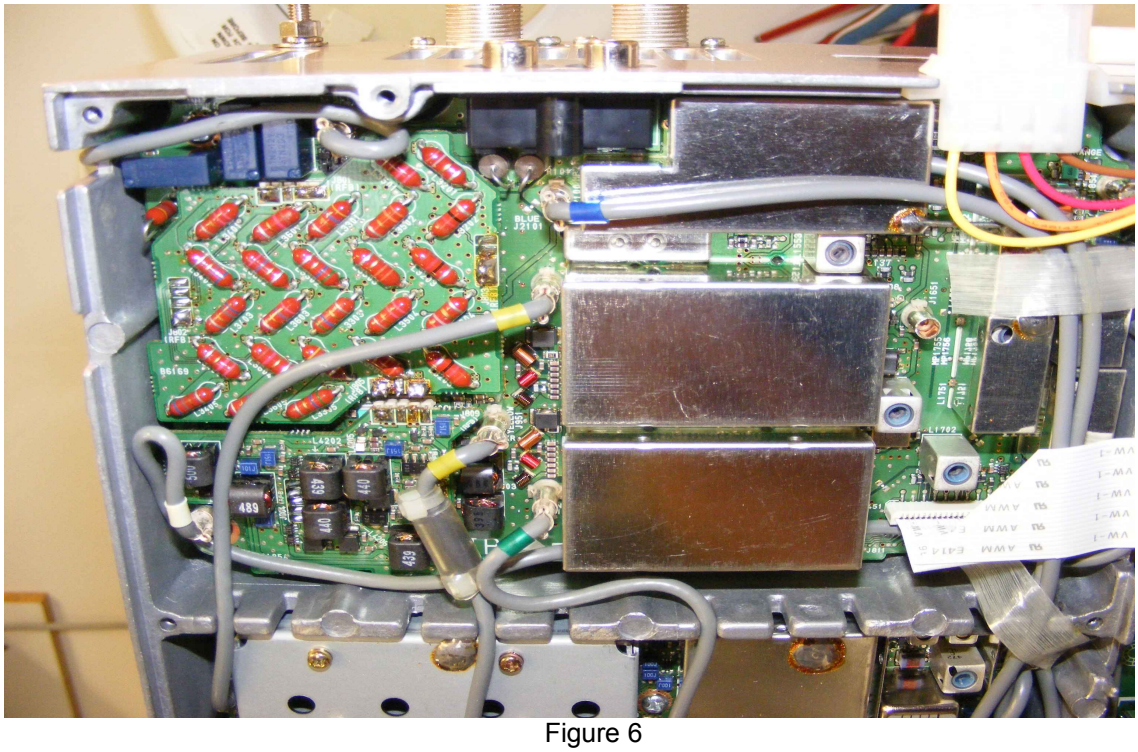

Figure 6
3. Turn the radio upside down and remove the shield plate on the left side. The RF-B unit is the board at the rear. Pop the top cover of the shielded enclosure at the rear of the radio closest to the “Transverter” and “Receive Antenna” RCA connectors (next to the antenna tuner connector). See Fig. 6.